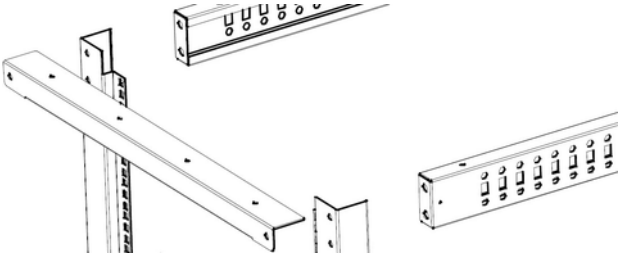

Figure 6
15. Place one **Top Bracket** on the top front side of the **Rack**. *(Figure 6)*